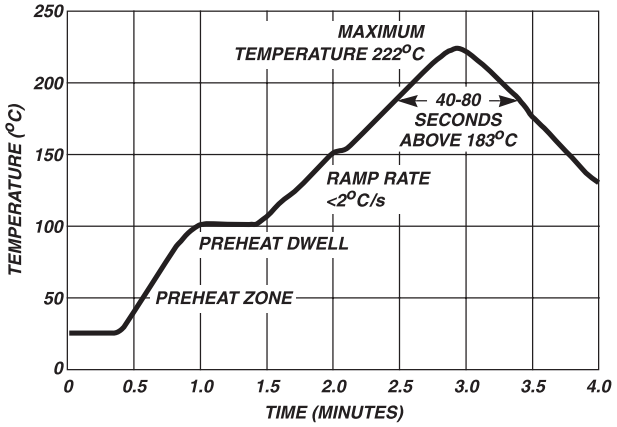

FIGURE 5. REFLOW SOLDER PROFILE
The principal techniques used for the soldering of components in surface mount technology are infared (IR) re-flow, vapour phase re-flow and wave soldering. Typical profiles are shown in Figures 5, 6 and 7. When wave soldering, the MHS suppressor is attached to the circuit board by means of an adhesive. The assembly is then placed on a conveyor and run through the soldering process to contact the wave. With IR and vapour phase re-flow, the device is placed in a solder paste on a substrate. As the solder paste is heated, it re-flows and solders the unit to the board.